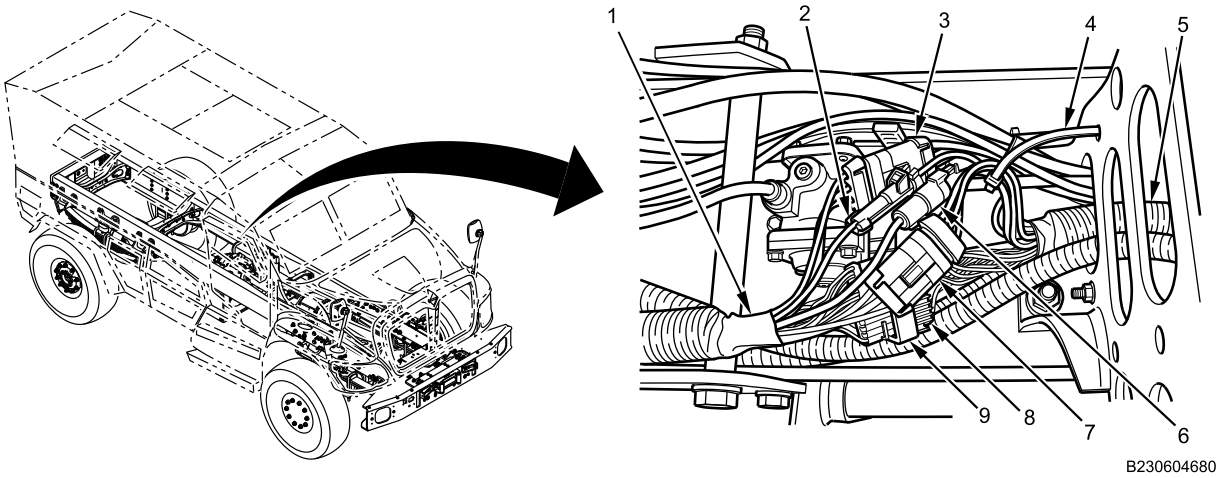

Figure 9. Front of Rear Chassis Harness, Inboard View.
15. Pull locking tab (Figure 9, Item 9) outward and disconnect 24-pin connector (Figure 9, Item 8) between rear chassis harness (Figure 9, Item 1) and center chassis harness (Figure 9, Item 5).
16. Disconnect two three-pin connectors (Figure 9, Item 3 and 7) and two one-pin connectors (Figure 9, Item 2 and 6). Remove and discard cable lock strap (Figure 9, Item 4).
17. Remove rear chassis harness (Figure 9, Item 1) by pulling it forward and out of vehicle.